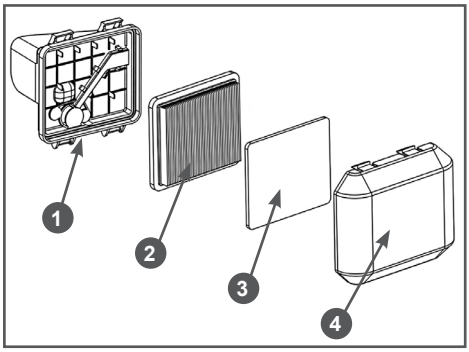

Рис. 22 Обслуживание воздушного фильтра
9. Установите крышку-щуп в отверстие маслозаливной горловины, не закручивая ее. Аккуратно вытащите щуп и осмотрите его. Уровень масла должен соответствовать верхней отметке 2 на щупе (Рис. 22).
1. Нажмите на фиксаторы и снимите крышку 4 воздушного фильтра (Рис. 22).
2. Извлеките из крышки воздушного фильтра предварительный фильтрующий элемент 3 (Рис. 22).
3. Извлеките основной фильтрующий элемент 2 (Рис. 22).